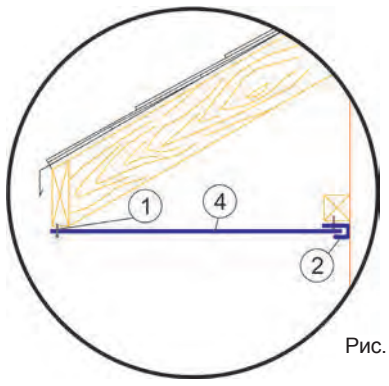
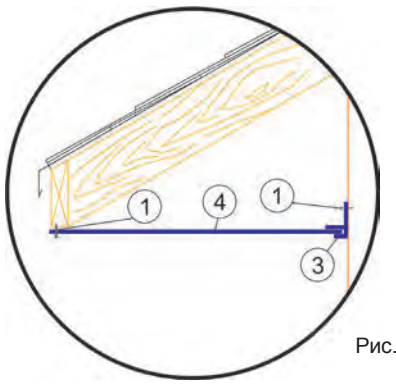

Рис. 3
Рис. 4
Вставьте софиты (4) в G-планки (2) (рис. 3) или F-планки (3) (рис.4).